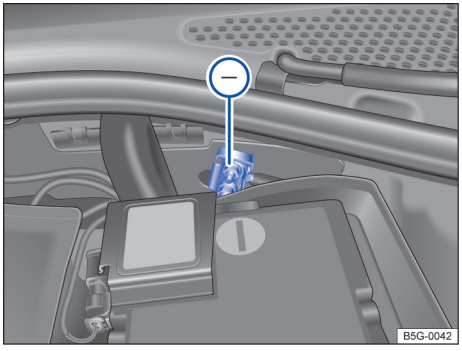

图 223 用于充电器负极连接的接地点
– 将黑色电缆的另一端 Ⓧ 连接到无电蓄电池汽车发动机缸体上的螺栓连接金属部件上或发动机舱内的连接点上→图 223，连接点必须尽可能远离无电蓄电池Ⓐ。
在利用外接电源对车辆蓄电池充电时，请勿将充电器的负极接在蓄电池的负极上，必须连接到发动机壳体上或发动机机舱内的接地点处→ 图 223。